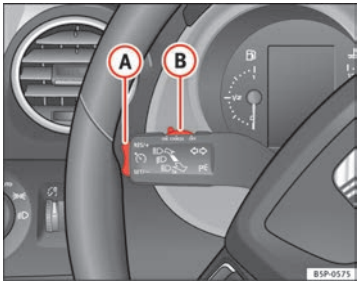

Fig. 149 Turn signal and main beam headlight lever: switch and rocker switch for the cruise control
– Press the lower part **SET/-** of the rocker switch ⇒ Fig. 149 (A) once briefly when you have reached the speed you wish to set.